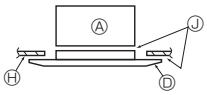

Fig. 9-6
9.4.2. Mise en place provisoire de la grille (Fig. 9-6)
- Fixez la grille sur l'appareil principal en serrant les vis mises en place au préalable. (Fig. 9-6)
- **Après avoir serré la vis, vérifiez que les deux crochets de la grille (Fig. 9-6) sont en prise avec les crochets de l'appareil principal.**